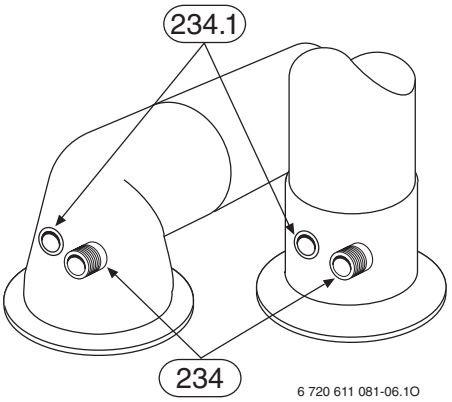

Fig. 37 Analisi di combustione
- ▶ rimuovere il tappo dei gas combusti presso la presa di analisi combustione (234), Fig. 37.